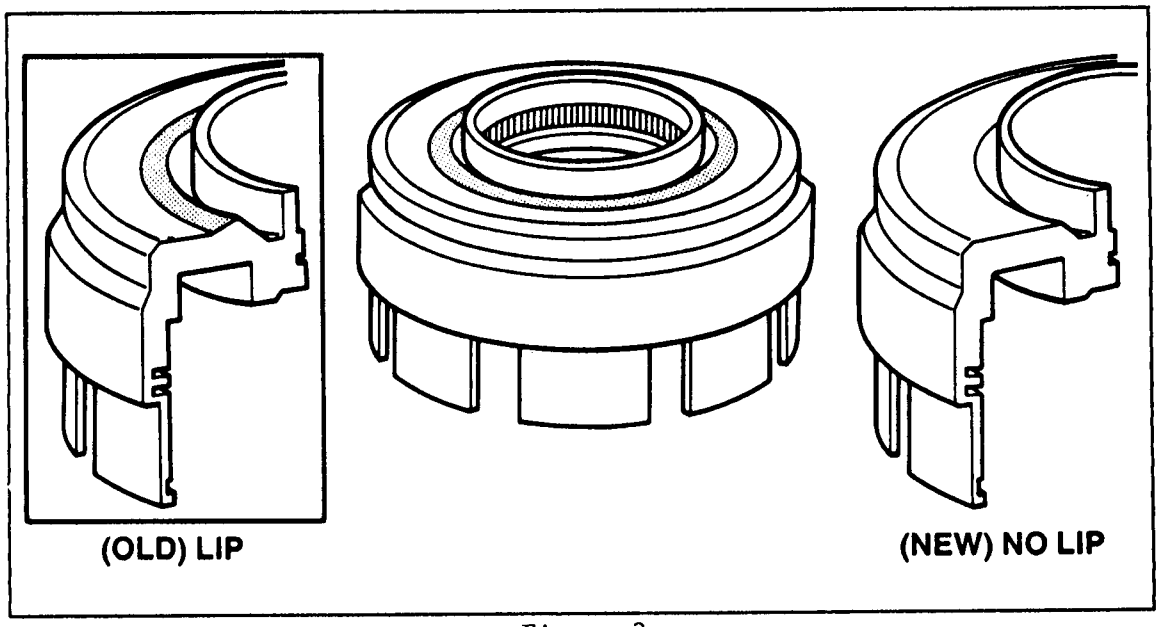

Figure 3
(4) INPUT CLUTCH RETAINER - The Input Clutch Retainer was modified, by machining off the "Lip" (See Figure 3), to allow more travel of the overdrive/reverse piston. The old Input Clutch Retainer can be machined at the local machine shop if necessary.